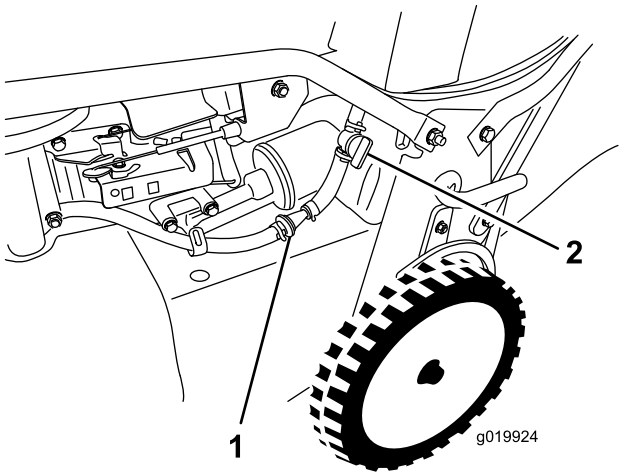

Figura 27
3. Chiudete la valvola di intercettazione del carburante (Figura 27).
4. Rimuovete il filtro del carburante (Figura 27) dal relativo tubo allentando i serratubi attorno al filtro.